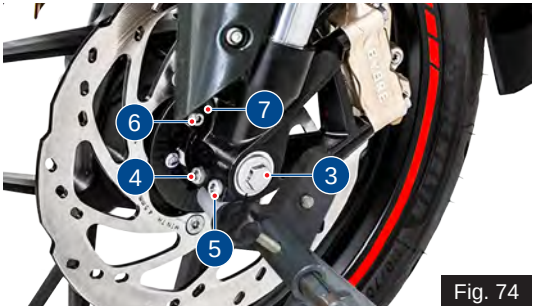

Fig. 74
- Mount the front wheel stand again and install the locking screw (3) with specified torque **(ref. Fig. 74)**.
- Install the clamping screws (1, 2, 4 & 5) and tighten to the specified torque **(ref. Fig. 74 & 75)**.
- Assemble the speed sensor (7) and its mounting screw (6) **(ref. Fig. 74)**.